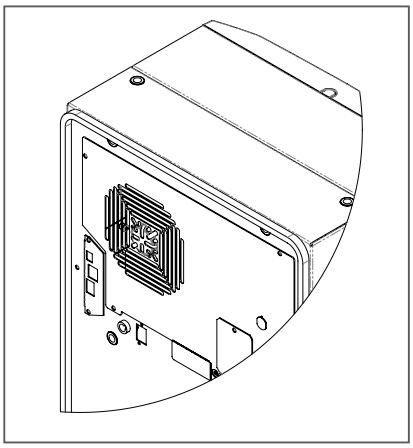

Figure 1
1. Placez le joint de fixation (inclus dans le kit fourni avec l'unité) sur le climatiseur (voir la Figure 1).